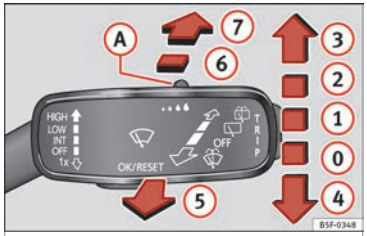

Fig. 140 Window wiper lever.
– Give the windscreen a **brief** wipe by moving the lever down to position (4) ››› Fig. 140.
– Push the lever up to position (1) ››› Fig. 140.
– With switch (A), adjust the wipe interval or rain sensor sensitivity.
– Push the lever up to position (2) ››› Fig. 140.
– Push the lever up to position (3) ››› Fig. 140.
– Pull the lever towards the steering wheel, position (5) ››› Fig. 140, and the windscreen washer and wipers are switched on.
– Press the lever forward to position (6) ››› Fig. 140 and the rear window wiper will run every 6 seconds.
– Press the lever fully forward to position (7) ››› Fig. 140 and the rear window wiper and washer switch on at the same time.
– Release the lever. The rear window washer will stop and the rear window wipers will keep running for 1-3 wipes (depending on the jet operating time). **When released, the lever remains in position (6).**
– Move the lever to position (0) ››› Fig. 140.
The headlight washers operate briefly if the dipped headlights or headlights are on and the lever is moved to position (5) ››› Fig. 140. The headlight washer system also operates every 10 windscreen wash cycles.